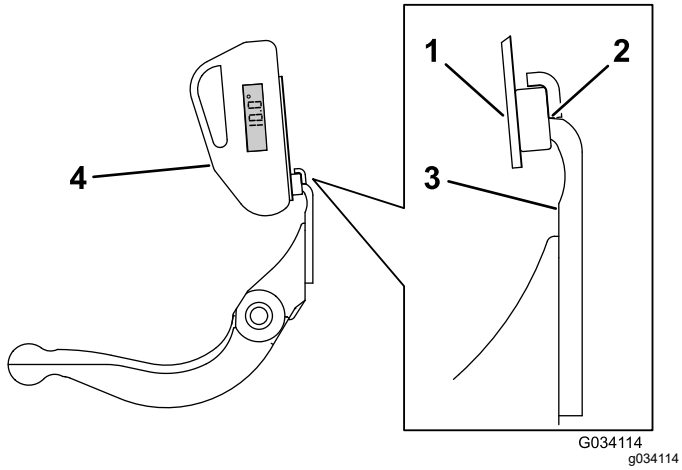

Rysunek 33
3. Przyłóż wspornik wskaźnika nachylenia na krawędzi noża dolnego w taki sposób, aby krawędź magnesu zrównała się z krawędzią noża dolnego (Rysunek 33).
4. Przyłóż wskaźnik nachylenia do wspornika w sposób podany na Rysunek 33.